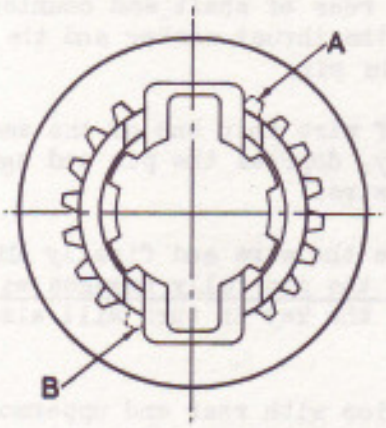

FIG. 8. REAR END VIEW OF SLIDING PIECE.
(vii) On the early type sliding piece 30, Fig. 3, there are two non-full teeth 'A' and 'B' Fig. 8, (shown in dotted lines) at the rear end i.e. the end which has the least number of teeth and which engages with the 3rd speed gear (26). These two teeth should be removed by grinding. It may be found however, that they have already been removed. If a new 3rd motion shaft with strengthened splines is to be fitted, as described in paragraph 5, then the above mentioned operation will not be necessary, as the existing sliding piece will have to be replaced by a new one one of slightly different design.